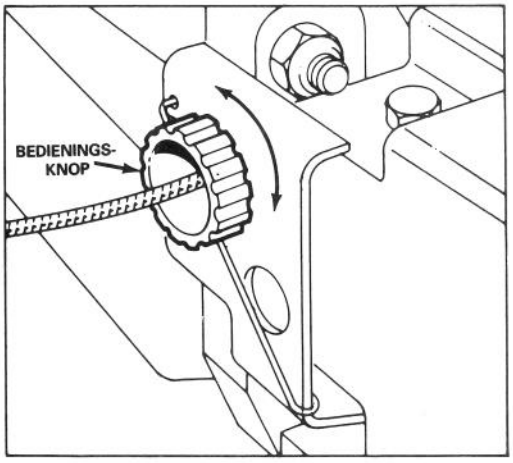

Afbeelding 18
2. BIJSTELLING (Afb. 18) — Draai de bedieningsknop een halve slag naar rechts de zelfaandrijving van de maaier niet werkt. Wanneer de maaier kruipt, draai dan de knop een halve slag naar links zodat de kabel vrij kan bewegen.